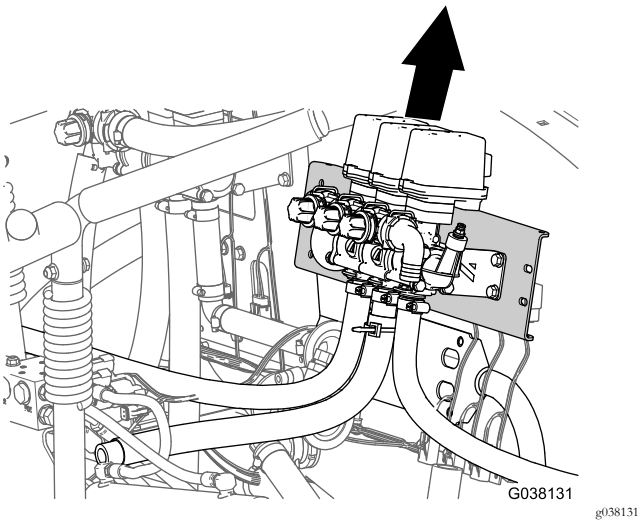

Figura 19
2. Levantar as válvulas de secção da rampa, as tubagens e o suporte da válvula de secção da máquina (Figura 19).